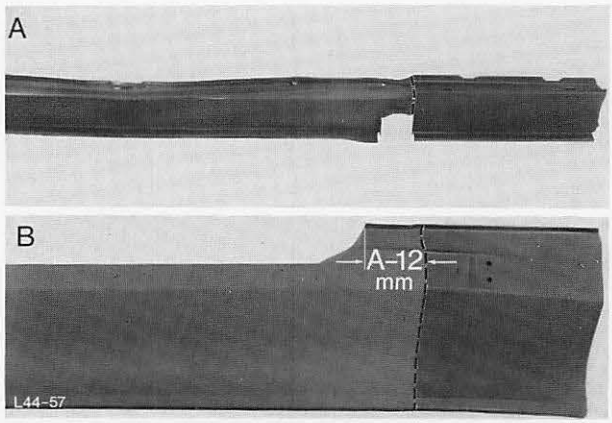

Abb. 52 Ermittelte Maße auf die Neuteile übertragen
8. Ermitteltes Maß „A“ auf die Neuteile übertragen, dabei 10–12 mm Materialzugabe für die Überlappung berücksichtigen, Abb. 52.